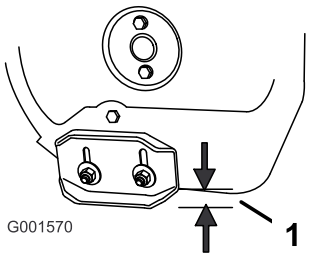

Rysunek 36
2. Odkręcaj nakrętki mocujące obie płozy do boków śruby śnieżnej, aż można je będzie łatwo przesuwać w górę i w dół (Rysunek 36).